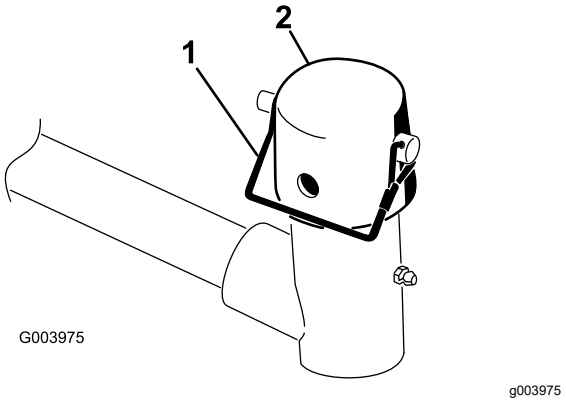

Figuur 9
7. Verwijder de lynchpen en de gaffelpen uit de pen en trekkoord van het juk van het draaipunt van de hefarm. Verwijder dan de dop (Figuur 9).
11. Bevestig het kapje en de as van het draagframe met de borgpen aan het juk van de hefarm (Figuur 9).